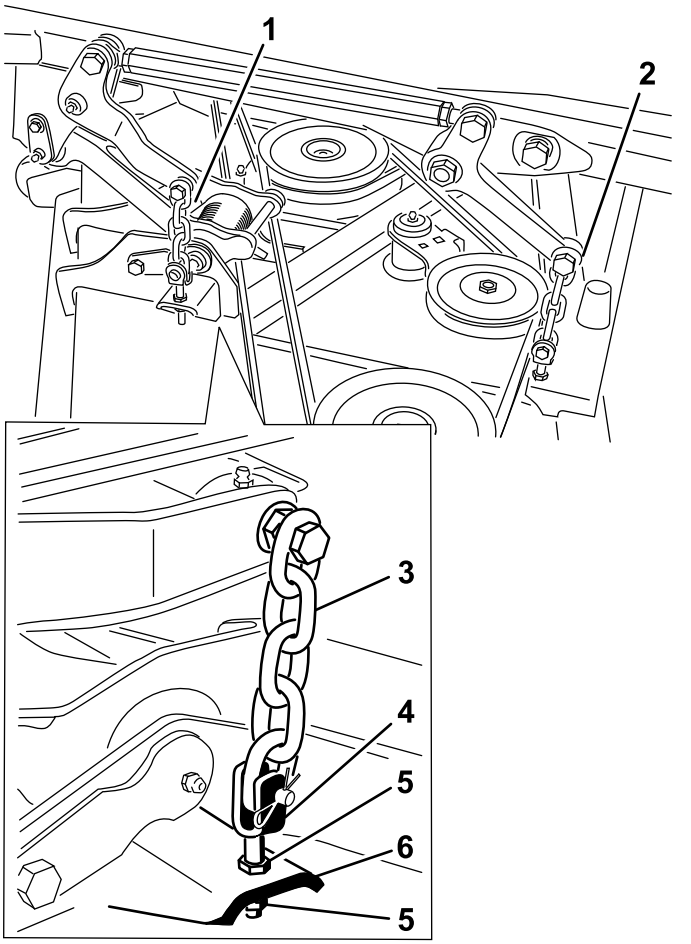

**Rysunek 26**
8. Wyreguluj przeciwnakrętki mocujące jarzma/łańcuchy do kosiarki, aż zespół tnący znajdzie się w poziomie (Rysunek 26).